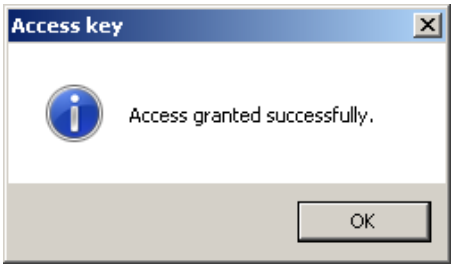

Figure 2-53 Access Granted Successfully Confirmation Screen
2. Enter a valid Level 2 Access Code, then select OK. TapTalk will display the Access Granted Successfully confirmation screen (Figure 2-53).